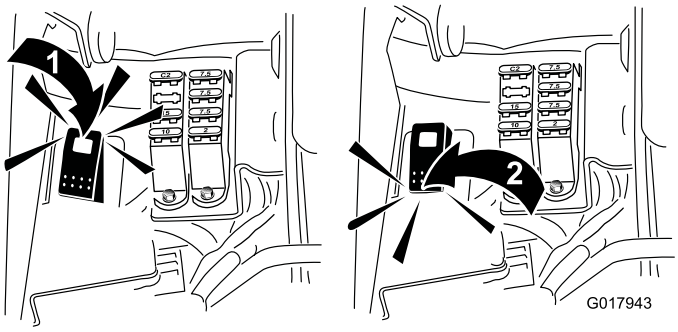

Figur 51
5. Drei slipespaken til reversstilling (R) (Figur 51).